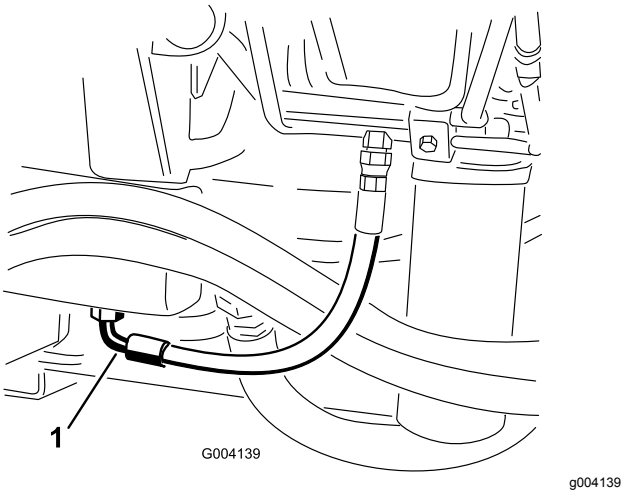

Figura 88
2. Coloque um recipiente de escoamento grande debaixo do encaixe preso à parte de baixo do reservatório do fluido hidráulico (Figura 88).